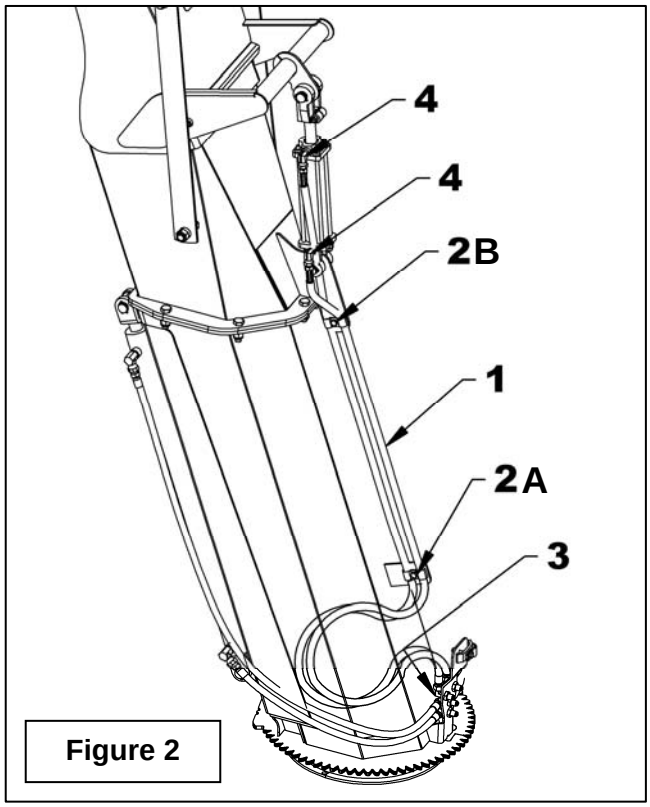

Figure 2
3. **Figure 2:** Remove the bolt (item 2A) from the hose clamp on the telescopic base to pull up the hoses (item1).
4. **Figure 2:** Remove the hose clamp bolt (item 2B) on the three part chute and place the hoses (item 1) under the clamp. Secure with the bolt (item 2B) and the nylon insert nut by tightening loosely.
5. **Figure 2:** Using thread sealant, attach the hoses to the two 90° elbows (items 4) on the cylinder.
6. Tighten the two bolts (items 2A-2B) leaving the hose surplus at the base of the telescopic section as illustrated for when the chute is extended.